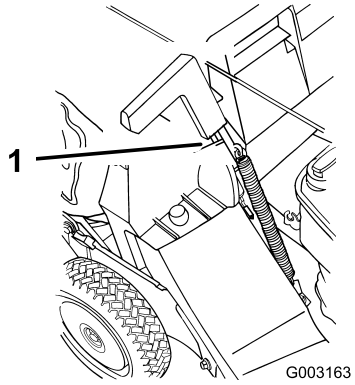

Рисунок 23
5. Переведите рукоятку дверцы выброса вперед до тех пор, пока штифт не выйдет из захвата, и затем переведите рукоятку назад, пока штифт не зафиксируется в пазу мешка (Рисунок 23).